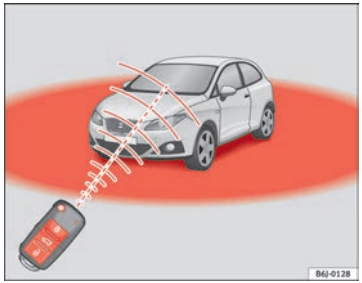

Fig. 46 Range of the remote control
Also, the battery indicator on the key ⇒ fig. 46, will flash.
- The remote control key functions only when you are within range ⇒ fig. 46.